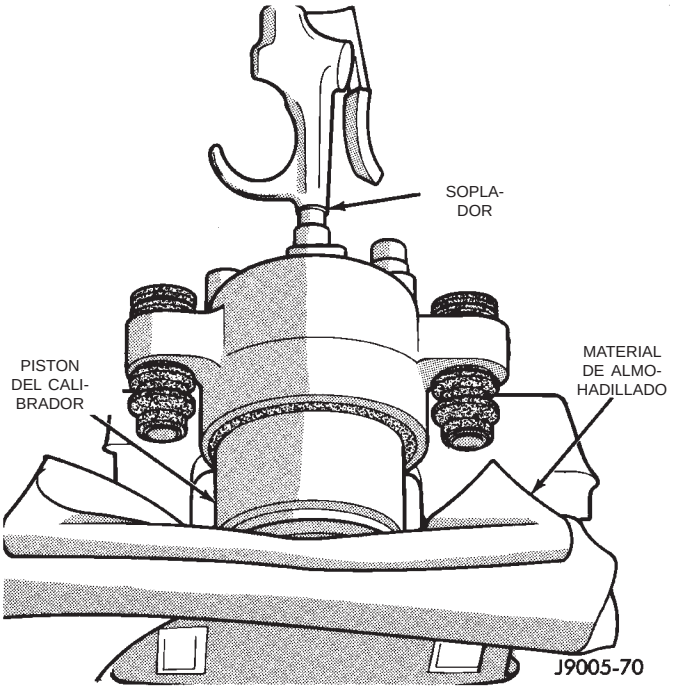

Fig. 46 Desmontaje del pistón del calibrador
(4) Retire el pistón del calibrador con **descargas breves** de aire comprimido de baja presión. Dirija el aire a través del orificio de admisión del líquido, de modo que se extraiga el pistón del hueco (Fig. 46).